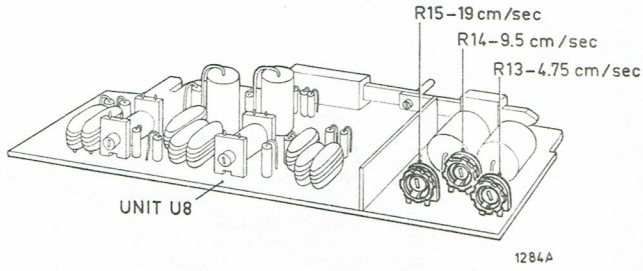

Fig. 11
6. Réglage de la vitesse (voir fig. 5 et fig. 11)